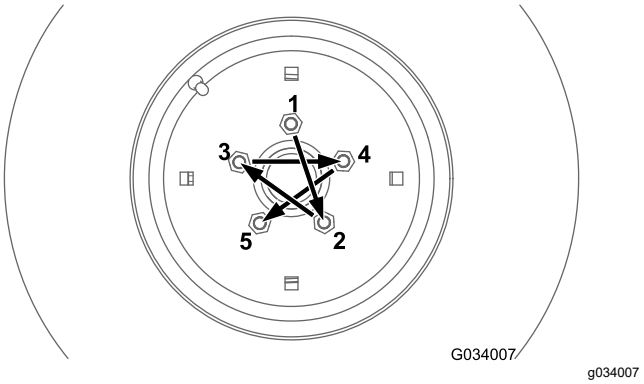

**Figura 69**
Serrate i dadi delle ruote anteriori e posteriori (solo macchine con trazione integrale) secondo lo schema illustrato nella Figura 69 e nella Figura 70 alla coppia specificata.
- Ruote anteriori: fate riferimento a Figura 69